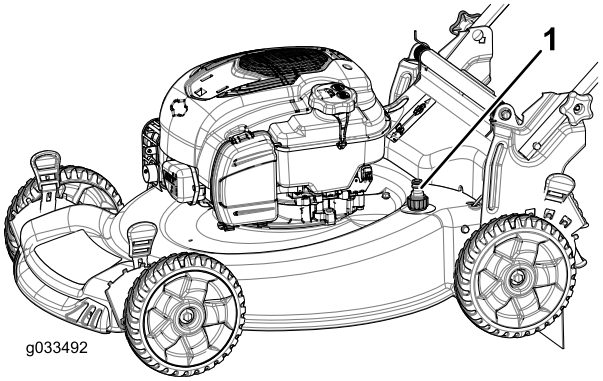

Figura 25
5. Conecte una manguera de jardín que esté conectada a un grifo al orificio de lavado (Figura 25).